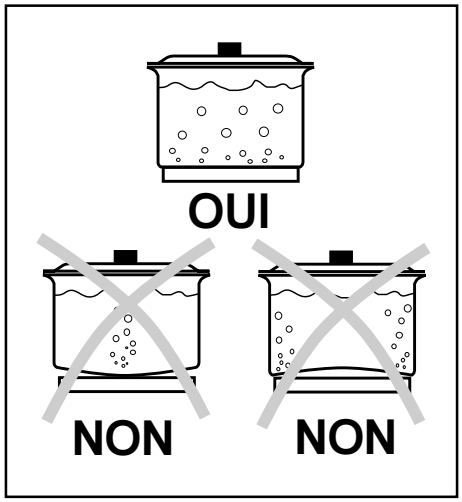

Fig. 4
- elles doivent avoir une base plane pour assurer un bon contact avec la plaque (Fig.4).